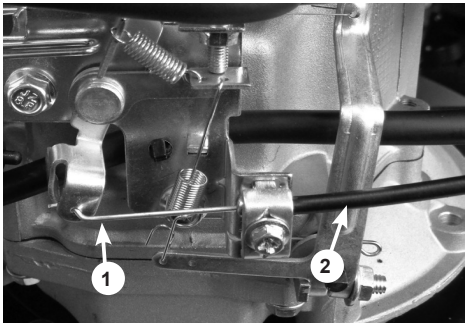

Рис. 4 Крепление троса газа
2. Вставьте Z-образный конец троса газа (1) в отверстие на рычаге управления, оболочку (2) троса газа закрепите скобой крепления (Рис. 4).